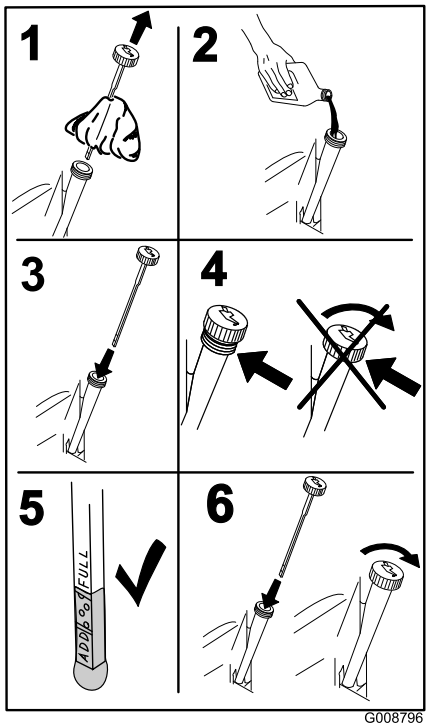

Figur 52
5. Hæld langsomt ca. 80 % af den angivne olie i påfyldningsrøret, og tilsæt langsomt ekstra olie, så oliestanden når op til mærket **Full** (fuld) (Figur 52).